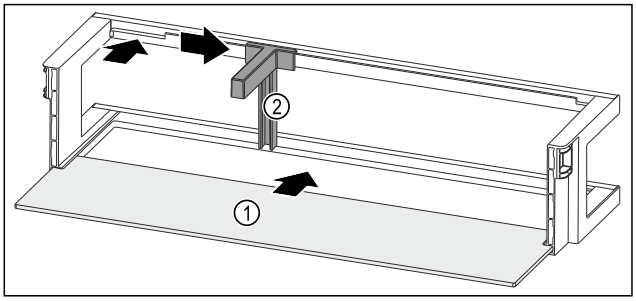

Fig. 217 Balconnet de contre-porte avec tablette de rangement
▶ Insérer la tablette de rangement *Fig. 217 (1)* dans les évidements latéraux.
▶ Insérer le range-bouteilles *Fig. 217 (2)* dans l'évidement.
▶ Pousser le range-bouteilles *Fig. 217 (2)* sur le côté en position souhaitée.